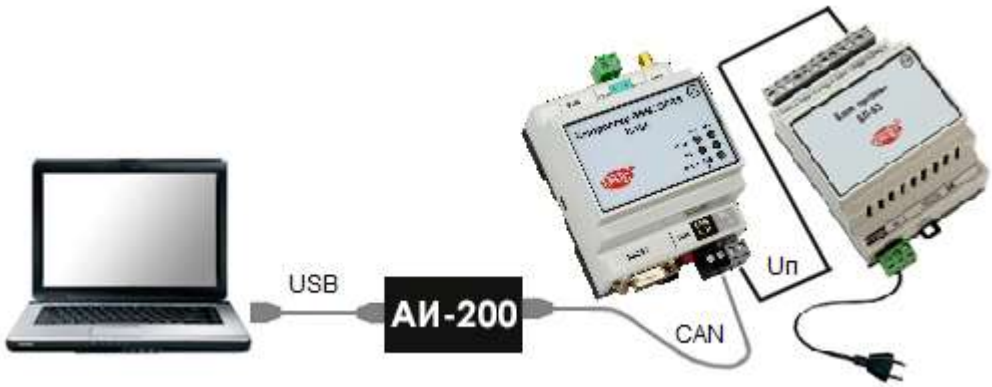

Рисунок 8 – Подключение К-205-CSD к ПК по интерфейсу CAN-BUS через адаптер АИ-200
1. Подключить к магистрали CAN-BUS контроллер (см. п. 9.1) и адаптер АИ-200 (схему и методику подключения см. в Руководстве по эксплуатации адаптера АИ-200 Т10.00.200 РЭ), а затем соединить USB-порт АИ-200 и USB-порт ПК (см. рисунок 8).